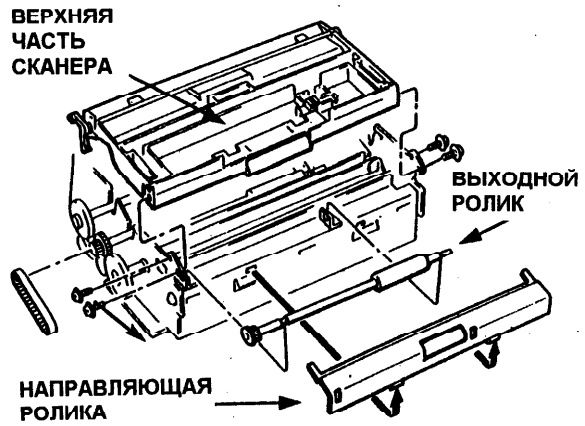

Рис. 1. Узел выходного ролика.
6. Снимите направляющую ролика (Рис. 1).
7. Снимите ремень с узла выходного ролика (Рис. 1).
8. Снимите узел выходного ролика (Рис. 1).